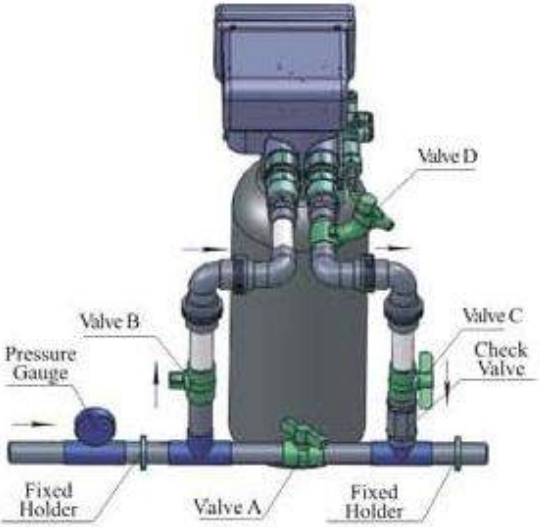

Figure1-3
4. Присоединение к трубопроводу (см. рис. 1-3).